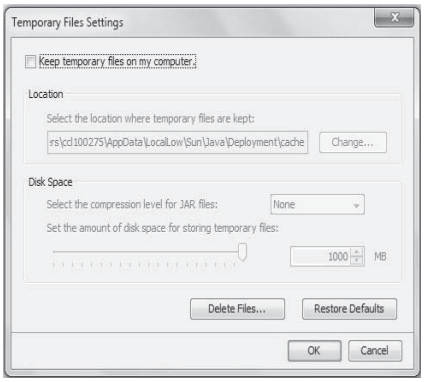

Fig. 76 — Temporary File Settings
- Temporary internet files: In the Java Control Panel, click Settings in the Temporary Internet Files section. Be sure the setting Keep temporary files on my computer is unchecked (clear). See Fig. 76.